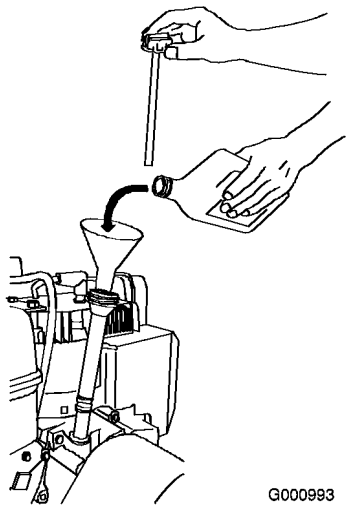

Figur 42
2. Ta ut oljestickan och kontrollera oljenivån (Figur 42). Fyll på olja om oljenivån ligger under markeringen Add. Se avsnittet Fylla på olja i motorn.